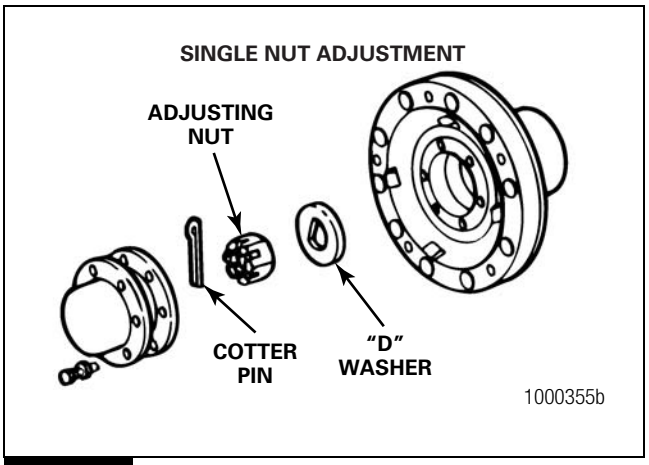

Figure 4.2
A. For single nut fasteners, remove the cotter pin from the adjusting nut. Figure 4.2.
B. Remove the adjusting nut and the “D” washer from the spindle. Figure 4.2.